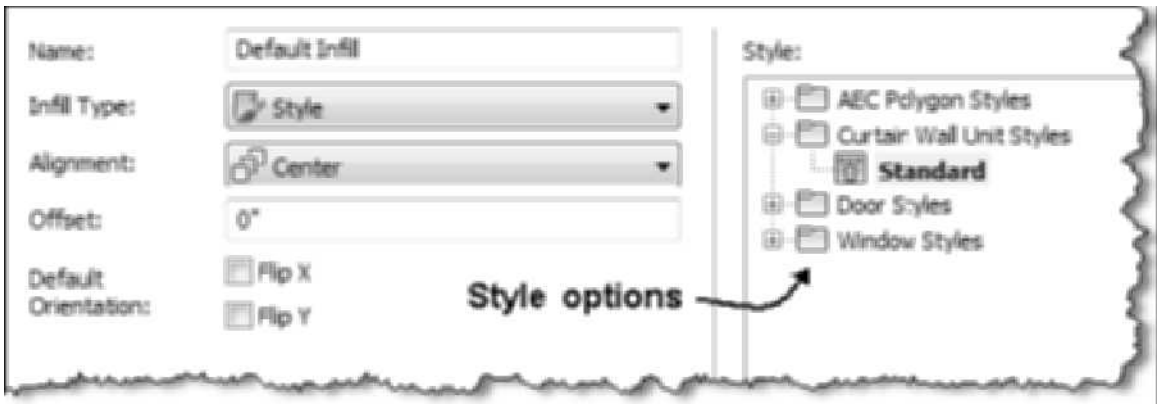

FIGURE 6.12 *Defining a style infill type*
11. The Infill Type can be specified as Style. Click the Infill Type flyout, and choose Style. The following styles are listed in the right pane: polygons, curtain wall unit, doors, or window styles as shown in Figure 6.12.